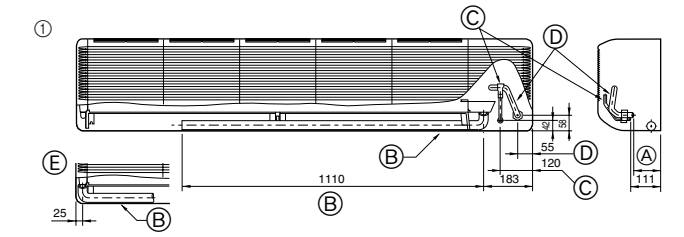

Fig. 4-3
① Anordnung der Kältemittel- und Ablaßrohrleitungen (Fig. 4-3)